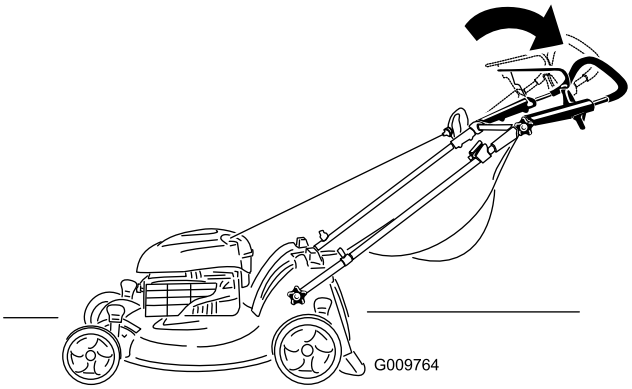

Figur 13
2. Flytta det övre handtaget till önskat läge (Figur 13).